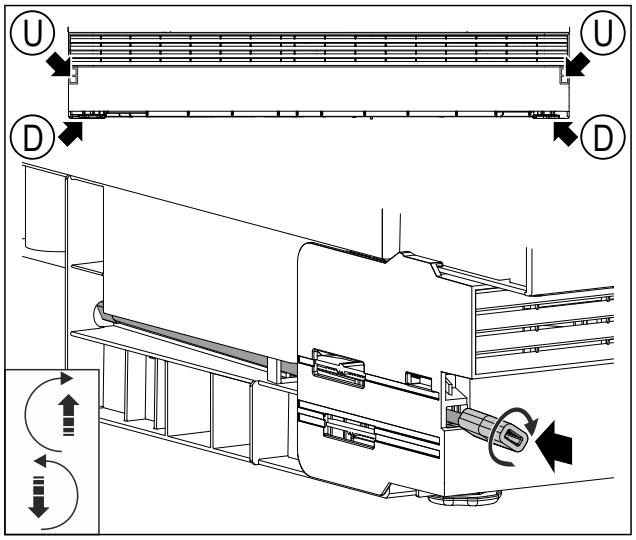

Fig. 25 Example illustration
▶ Insert the rod with the adapter piece into the opening *Fig. 25 (U)*.